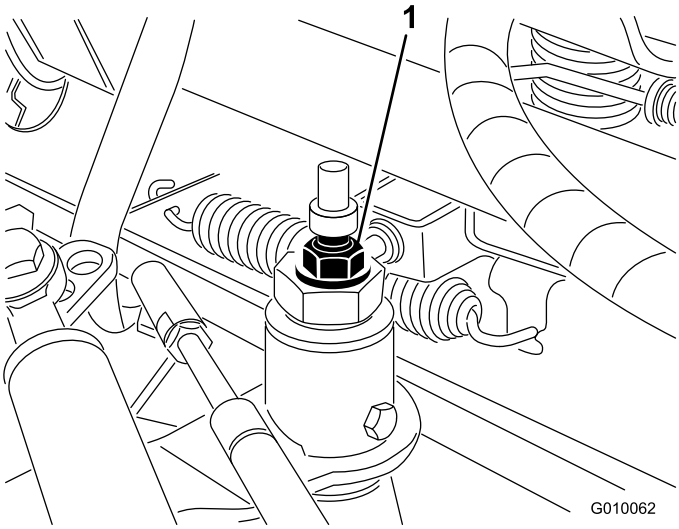

Figur 53
3. Løsne låsemutteren på trekkjusteringskammen (Figur 53).